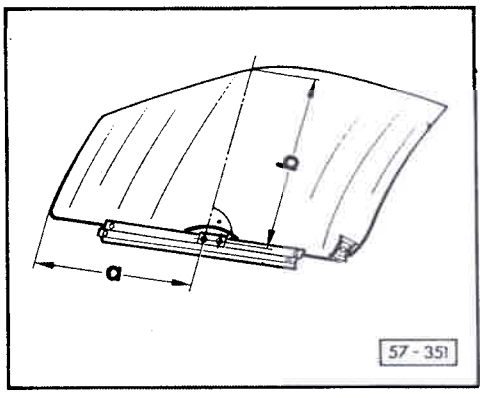

Fig. 6 Chaussure de glace: collage sur la glace de porte
- Produits de collage - cf. fig. 6
- Monter la chaussure de glace - fig. 6